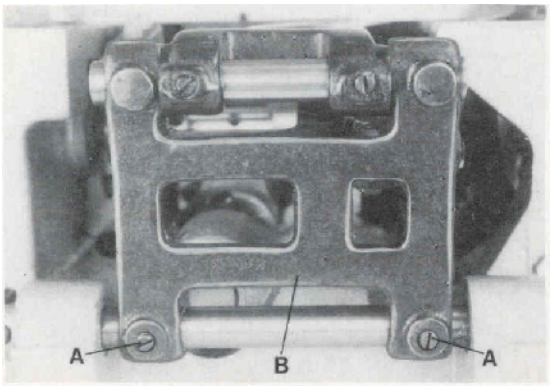

Fig.7
After loosening screws (A, Fig. 7) rear in the feed rocker (B), the feed bar with feed dog can be moved laterally to center the feed dog in the throat plate slots, if required. Retighten screws (A).
Nach den Lösen der Schrauben (A, Fig. 7) hinten im Transportrahmen (B) kann der Trans porteurträger, bei Bedarf, mit dem Transporteur seitlich verschoben und in den Stichplattenschlitzen vermittelt werden. Ziehen Sie die Schrauben (A) wieder an.